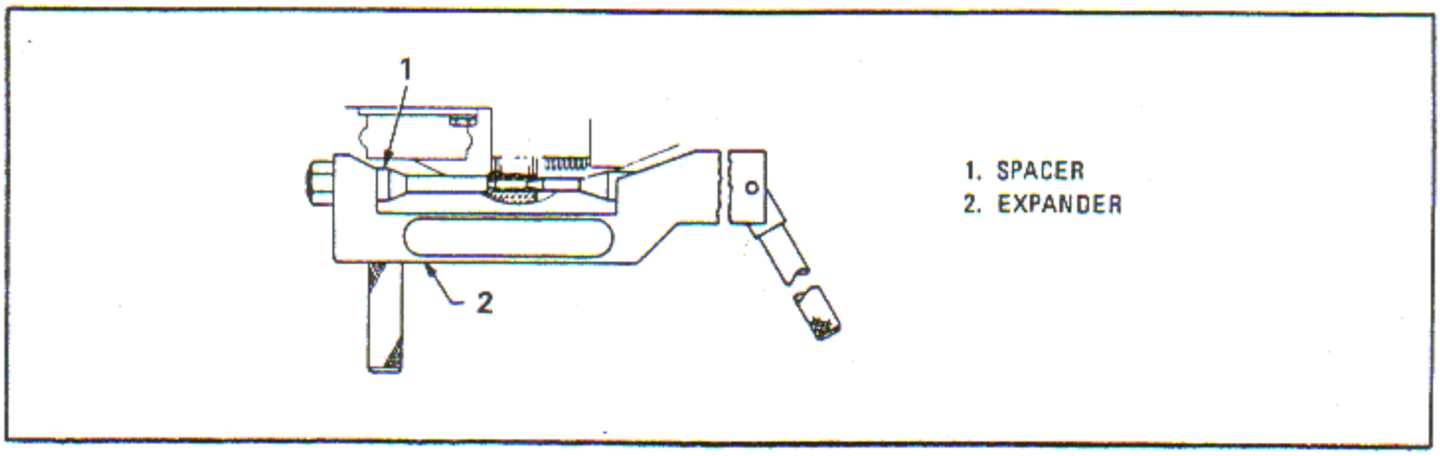

Figure 6-140. Installing Thermocouple and Deflector Spacer
a. Install a deflector spacer (1, figure 6-140) with its flange in the proper position in the boss hole.
b. Flare the small end of the spacer diameter sufficiently to prevent slipping. Use expander (2) and spacer (1) as shown.